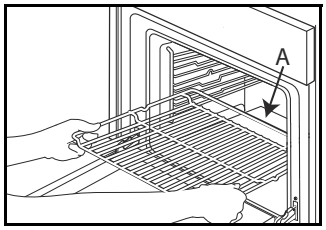

Afb.1
1. Schuif het rooster horizontaal in de oven, met het verhoogde gedeelte “A” omhoog gericht (Afb.1).